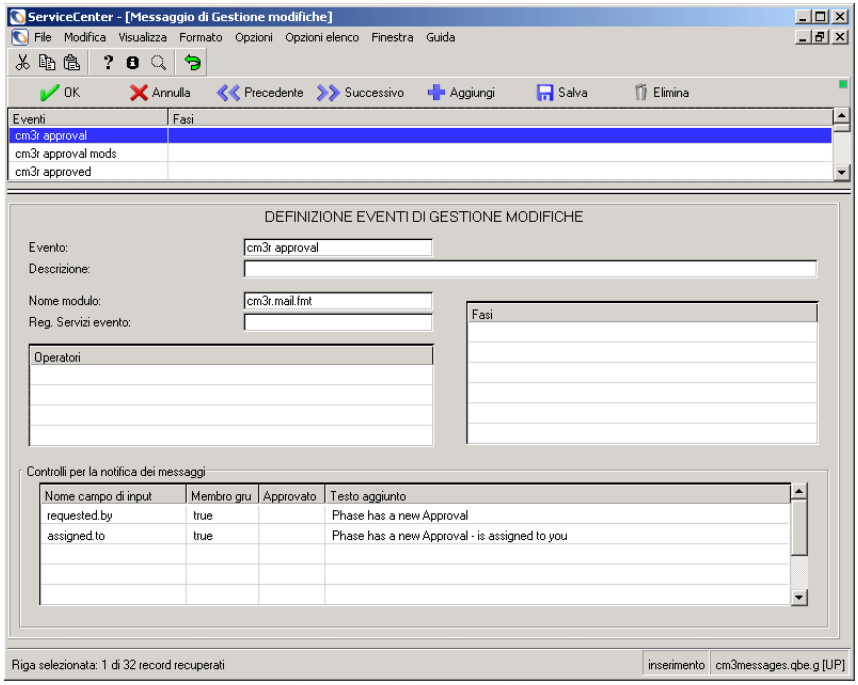

Figura 10-81: Accesso al file ocmevents
4. Selezionare un record da visualizzare facendo clic sul nome dell'evento. La Figura 10-81 mostra il record di evento selezionato.
Membro gruppo	Ciascun operatore riportato nella matrice Membri riceverà la notifica di posta. **Nota:** Sebbene sia possibile modificare questo campo da true a false nell'area dei Controlli per la notifica dei messaggi mostrata nella Figura 10-81 a pagina 489, l'applicazione cm3r.alert.trigger che crea i messaggi di avviso non valuta le condizioni per i destinatari del record di aggiornamento cm3r.